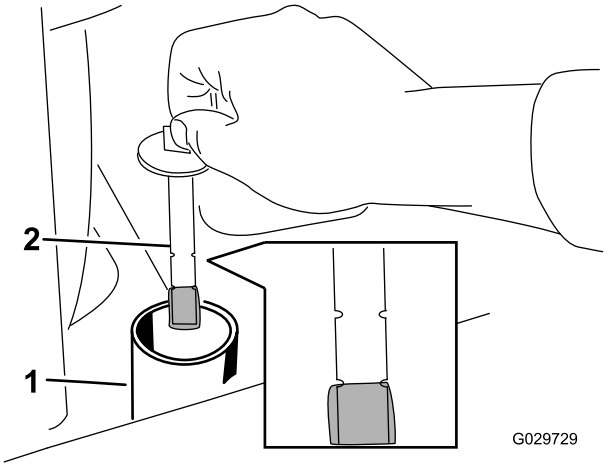

Rysunek 59
6. Wykręć korek zbiornika oleju hydraulicznego i wskaźnik poziomu oleju (Rysunek 59).